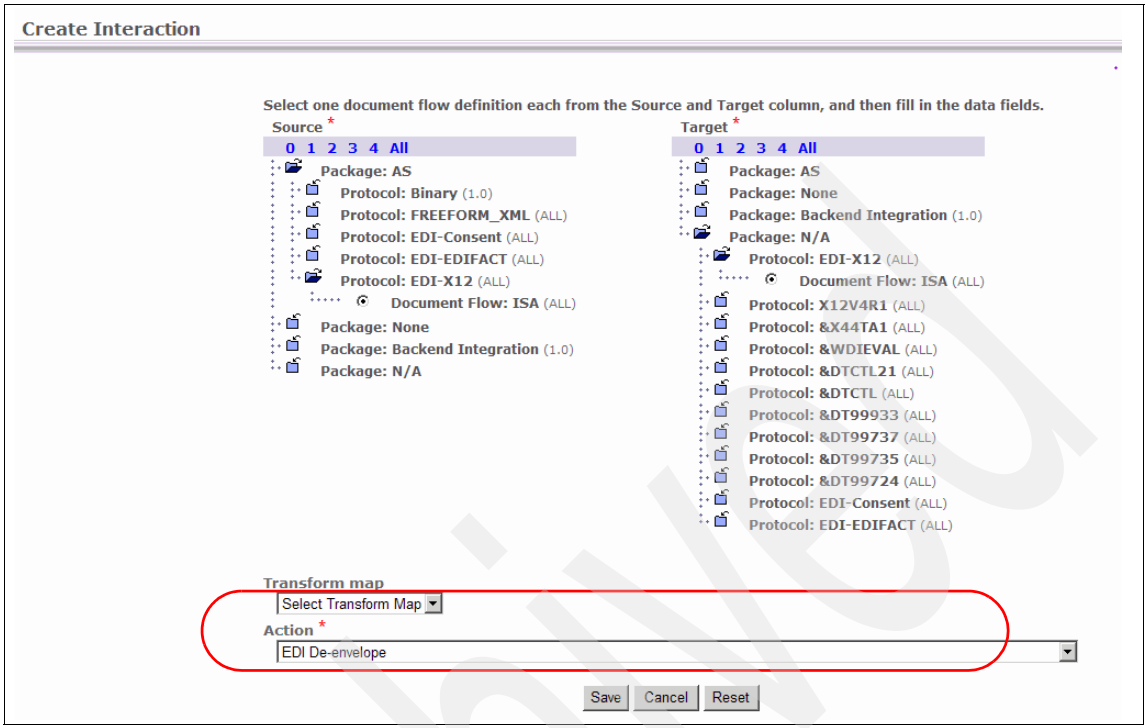

Figure 19-52 Creating the interaction from AS to N/A Packaging for de-enveloping
5. Select the action as **EDI De-envelope** from the Action drop-down box (Figure 19-52 on page 681).